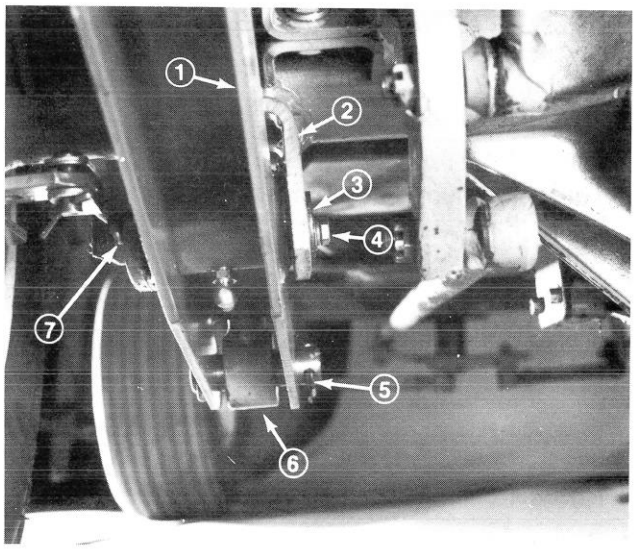

Figure 3
2. Slide frame under traction unit, align frame holes with axle bracket holes, insert pivot pins (provided with traction unit) and secure with capscrews, flatwashers, lockwashers and cotter pins (Fig. 3).
3. Align frame holes with hydraulic cylinder rod hole, insert pin and secure with cotter pins (Fig. 3).